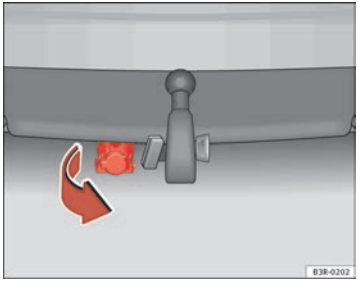

Fig. 169 Rear bumper: Pulling down the connecting socket
– To plug in the electrical connection for the trailer, pull down the socket below the bumper ⇒ page 206, fig. 169.